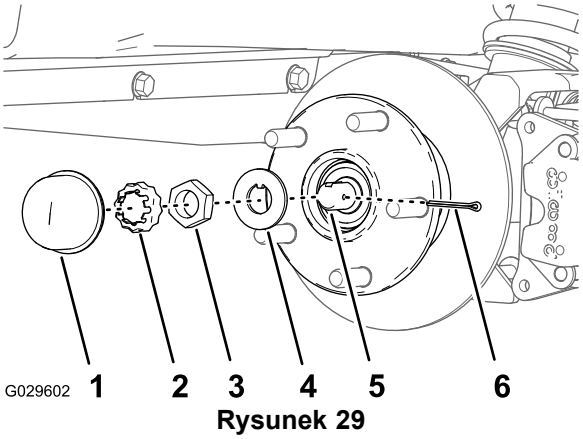
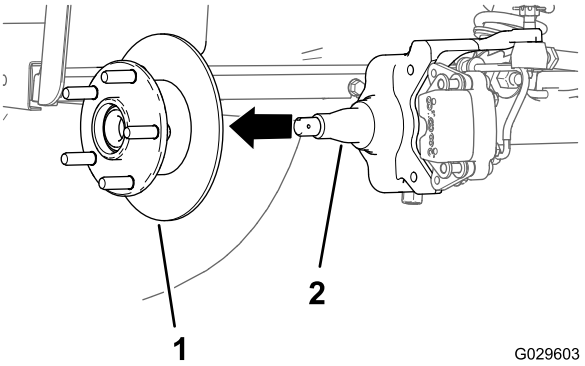

Rysunek 29
Rysunek 30
4. Zdejmij pokrywkę przeciwpyłową z piasty koła (Rysunek 29).
5. Wyjmij zawleczkę i zdejmij element ustalający nakrętki z osi i nakrętki osi (Rysunek 29).
6. Odkręć nakrętkę osi z osi koła i zdejmij piastę wraz z tarczą hamulcową z osi (Rysunek 29 oraz Rysunek 30).